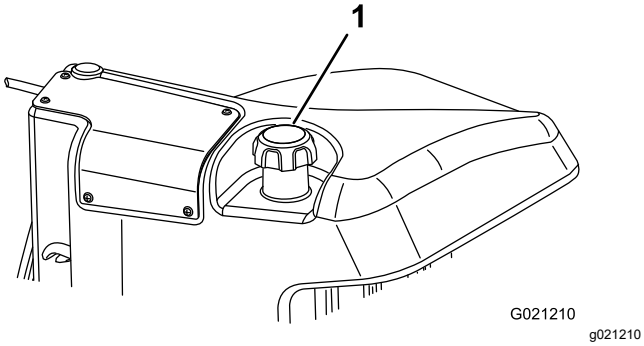

Rysunek 29
3. Wyciągnij korek ze zbiornika paliwa (Rysunek 29).